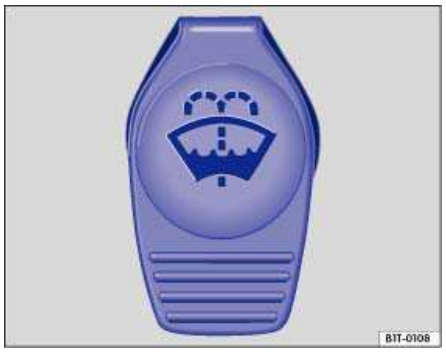

**Fig. 92** In the engine compartment: Cap of the windshield washer fluid reservoir.
- The windshield washer fluid reservoir can be identified by the symbol on its cap ⇒ fig. 92.